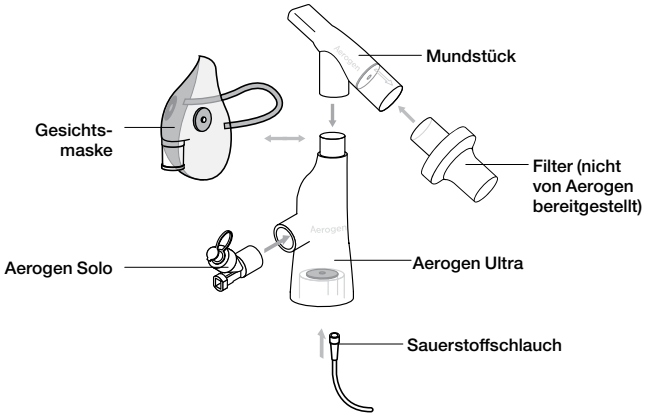

Abbildung 15. Zusammenbau des Aerogen Ultra
A. Den Aerogen Solo Vernebler fest in der in Abbildung 15 dargestellten Ausrichtung in den Aerogen Ultra einsetzen.